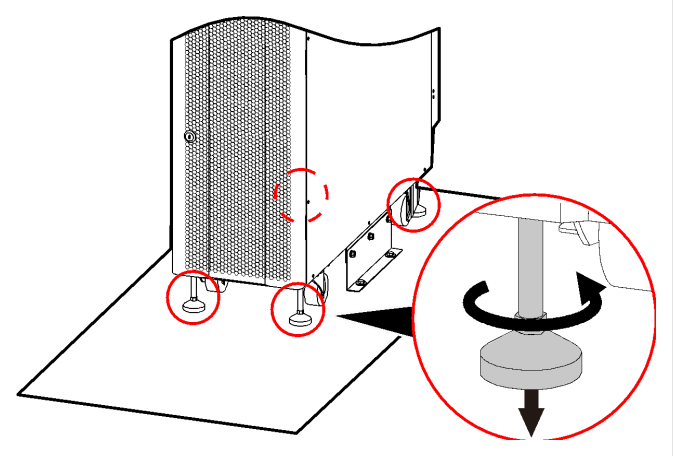

FIGURE 4-10 Lowering the leveling feet
5. Lower the leveling feet (counterclockwise) until they rest on the floor and carry part of the load (Figure 4-10). Lock the casters.